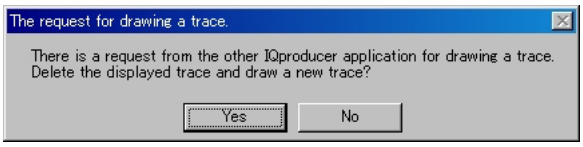

Figure 3.1.8-4 Confirmation message
2. Select **[FFT]** from the **[Simulation]** menu or click the tool button. At this time, the confirmation message shown in Figure 3.1.8-4 appears: